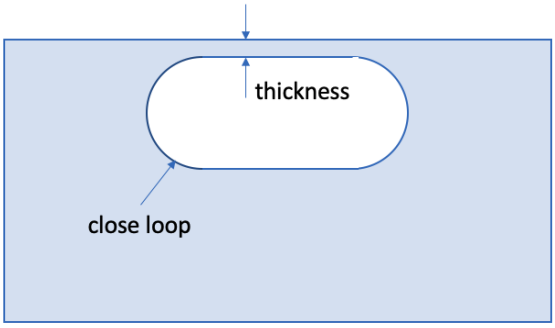

**Figure 7. Close Loop Example**
- **Chamfer Chains** - A chamfer surface can be identified as a narrow strip where its angle to neighboring surfaces is about 45 degrees as shown in Figure 7. Chamfers often occur as a chain or connected set of surfaces and are grouped